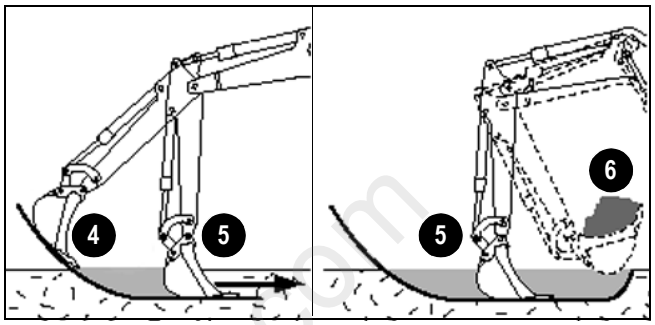

Figure 3-38 Proper Digging Technique
1. Lower the bucket into the ground (4, Figure 3-38).
2. After the bucket penetrates the ground, adjust it so the flat side of the bucket is parallel to the ground (5, Figure 3-38).
b. Extend the dipper arm cylinder so the bucket is tilted upward (6, Figure 3-38), and...